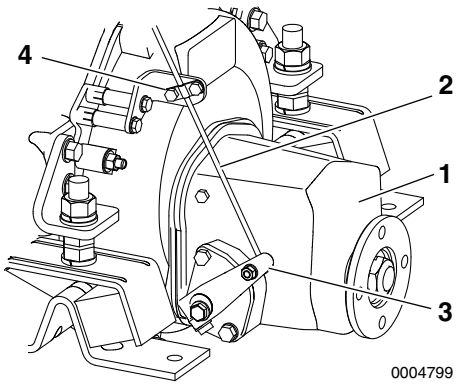

Figure 5
1. Check that the control lever **(Figure 5, (3))** moves to the correct position when the remote control cable handle is moved to the NEUTRAL, FORWARD and REVERSE positions.
2. Use the NEUTRAL position as the standard for adjustment. When there is deviation, loosen the bracket **(Figure 5, (4))** for the remote control cable on the clutch side and adjust.